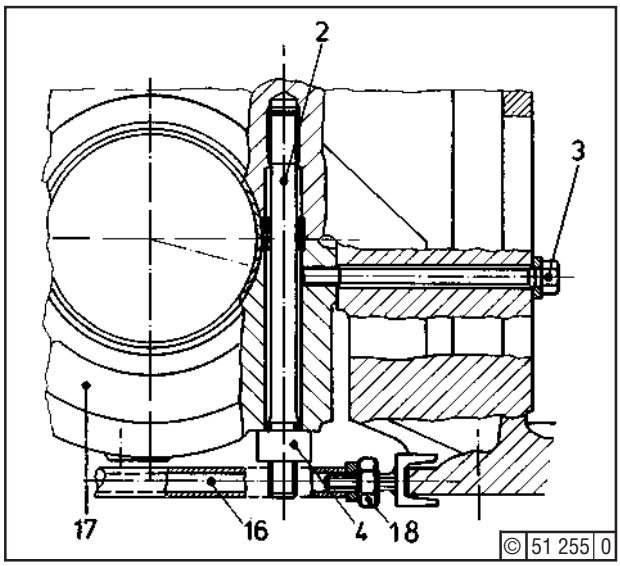
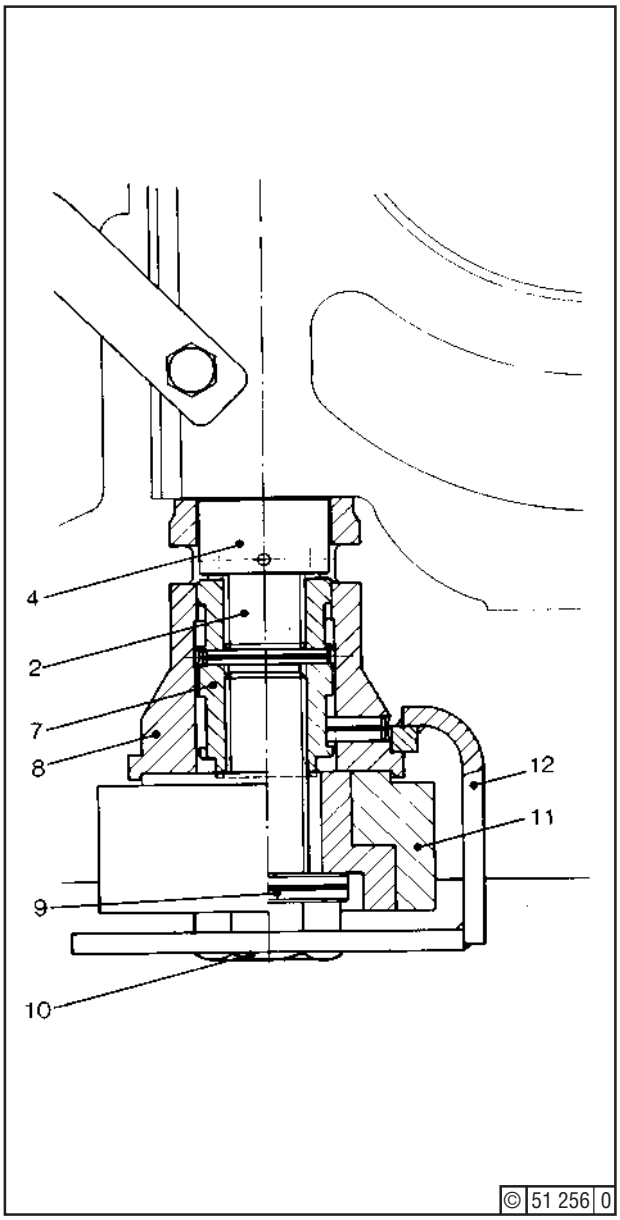
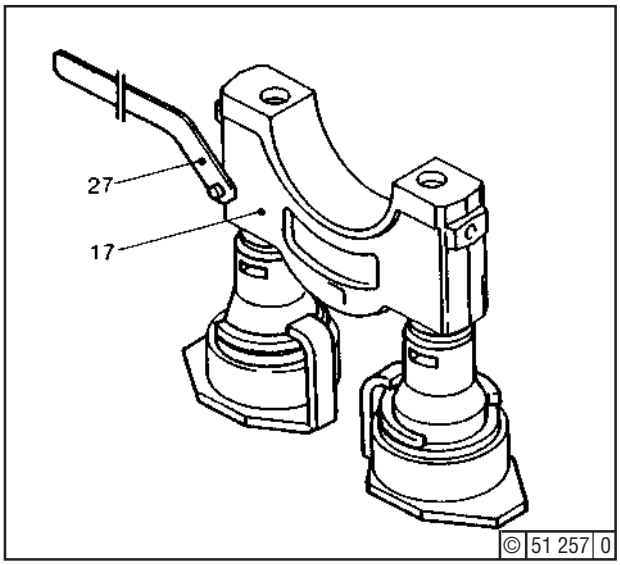

Fig. 1
Fig. 2
Fig. 4
Observe safety precautions (Job Card 02.00.01). Unscrew bolts (3) - Fig. 1 - on both engine sides. Fill two hydraulic tools with oil (Job Card 02.16.02) for releasing annular nuts (4) - Fig. 2 - . Procedure for releasing **one** nut (other side analogous); Screw clamping nut (7) onto stud (2) as far as it will go. Fit bush (8) onto nut (7). Push retainer (12) onto bush (8) and install hydraulic tool (11). By means of bolt (10) and washers (9), screw tool (11) together until the piston is flush with the cylinder end.
⚠ Check by mirror when pumping that the marking groove (Fig. 2) i n the piston will not project beyond the cylinder.
Disconnect hoses from tools. Remove tools and push piston into cylinder until flush with the end. Fit lever (27) - Fig. 4 -. Unscrew nuts (4) - Fig. 1 -. Lower bearing cap onto a wooden board of about 10 mm thickness in the oil sump.
Should cap (17) resist lowering, use spreader (16) - Fig. 1 -. In this case, nuts (4) remain in situ. Release f oundation bolts on the engine side having no fitted studs and expand crankcase slightly with spreader (16) by turning nut (18). Unscrew nuts (4) and lower cap with lever (27) - Fig. 4 - onto a wooden board in the oil sump, as described above.